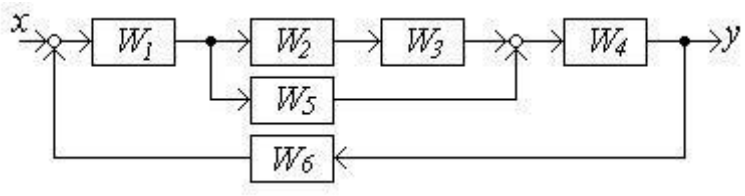

Рисунок 1
1. Найти эквивалентную передаточную функцию схемы (рисунок 1).